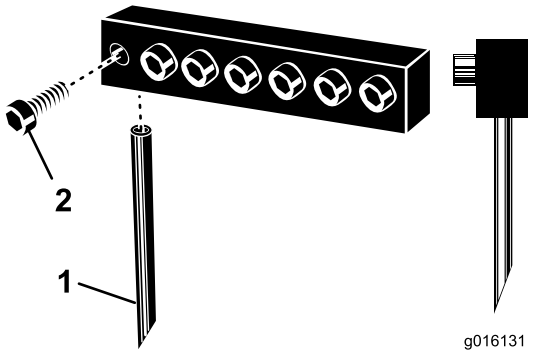

**Figuur 26**
3. Draai de klembouten los en verwijder de eerder gebruikte tanden (Figuur 26).
**Opmerking:** Holle tanden moeten worden geplaatst met de sleuf naar de achterzijde. Volledig gevulde tanden moeten met de hoek van de punt naar de machine wijzen (Figuur 26).